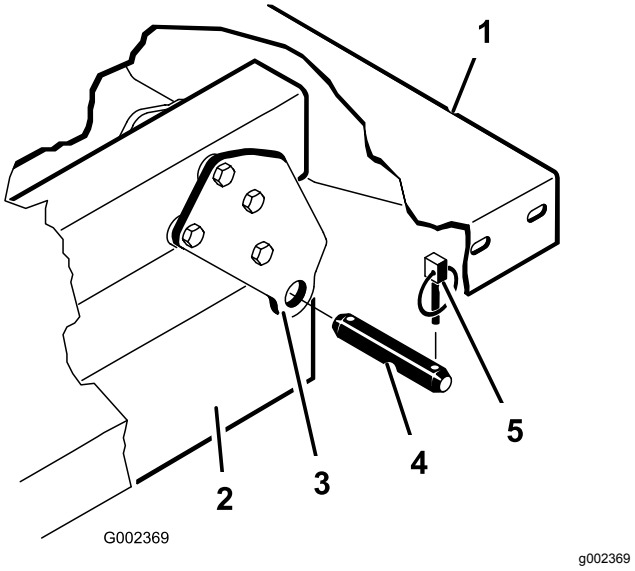

Figur 4
6. Ta bort hjulsprintarna och sprintbultarna som håller fast flakets tappfästen vid maskinens ramkanaler (Figur 4).